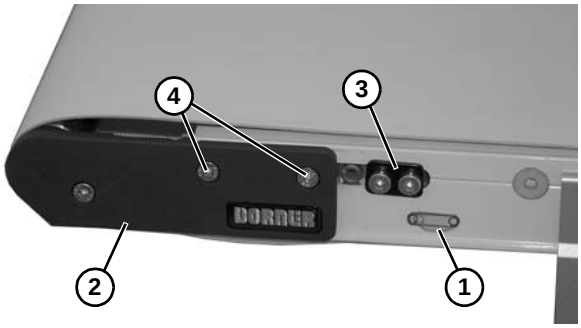

Figure 59
1. On tension end of the conveyor, identified with a label **(Figure 59, item 1)**, push in head plate assembly **(Figure 59, item 2)**: On both sides of conveyor, loosen and move cam tracking assemblies **(Figure 59, item 3)** (if equipped) away from head plates, then loosen fastening screws **(Figure 59, item 4)** and push head plate assembly inward.